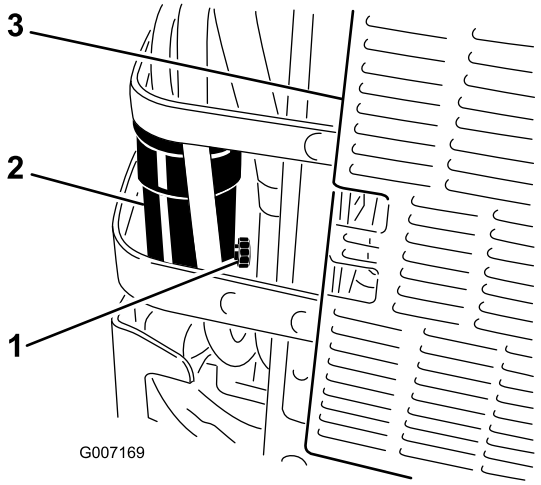

Figuur 46
6. Open de aftapklep op de waterafscheider ongeveer één slag om water en andere verontreinigingen weg te laten lopen (Figuur 46).
7. Sluit de aftapklep als er dieselbrandstof naar buiten komt (Figuur 46).